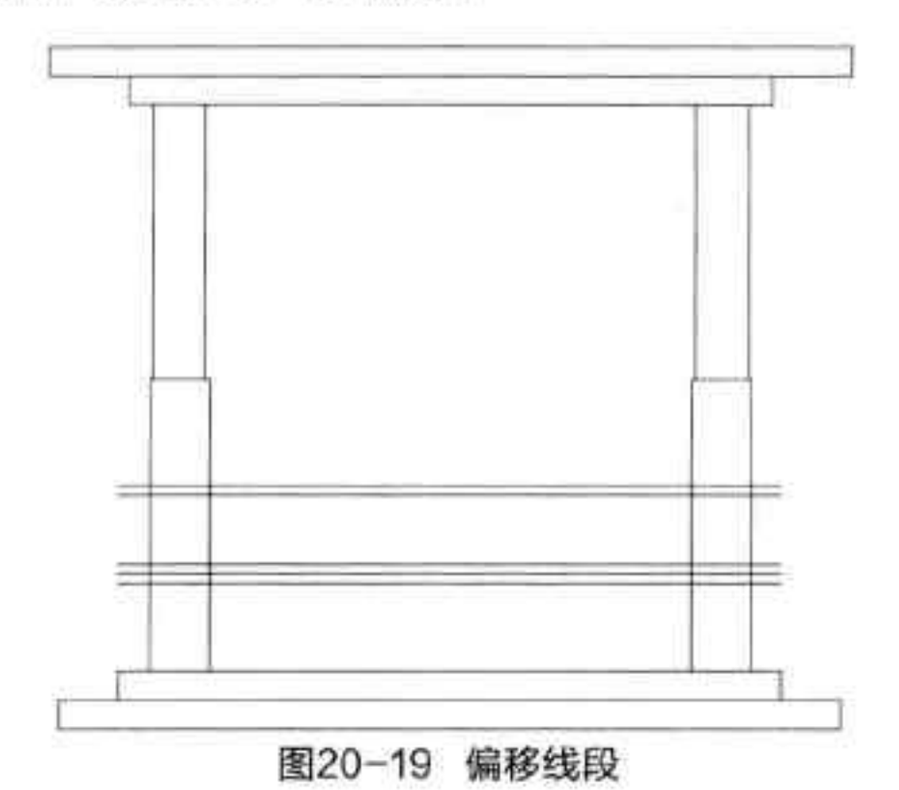

图20-19 偏移线段
Step 07 执行“偏移”命令，将底部轮廓线向上依次偏移 450mm、50mm、50mm、350mm 和 50mm，如图 20-19 所示。